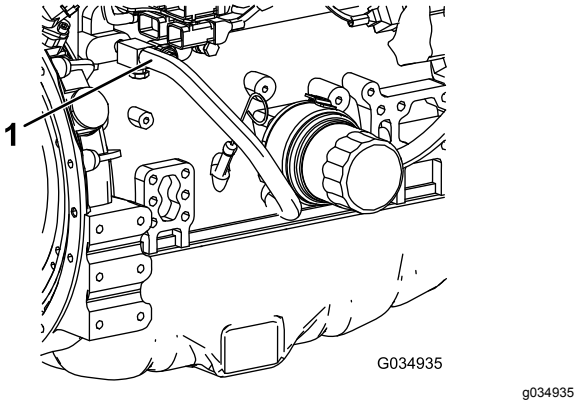

**Figur 126**
7. Fjern kølevæskens slange fra motoroliekøleren (Figur 126).